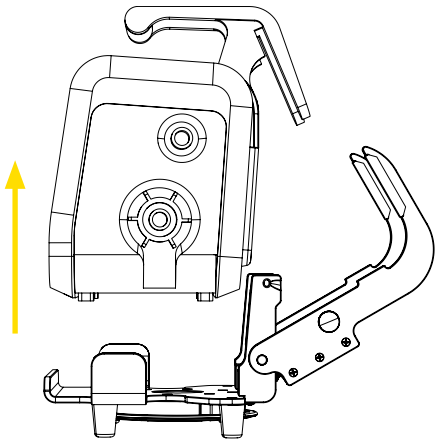

Figure 7: Retrait de l'appareil médical du support Bracket Pro Serie 60 - SD
2. À l'aide de la poignée, tirer l'appareil médical vers le haut pour le retirer du support (Figure 7). Mettre l'appareil médical de côté.